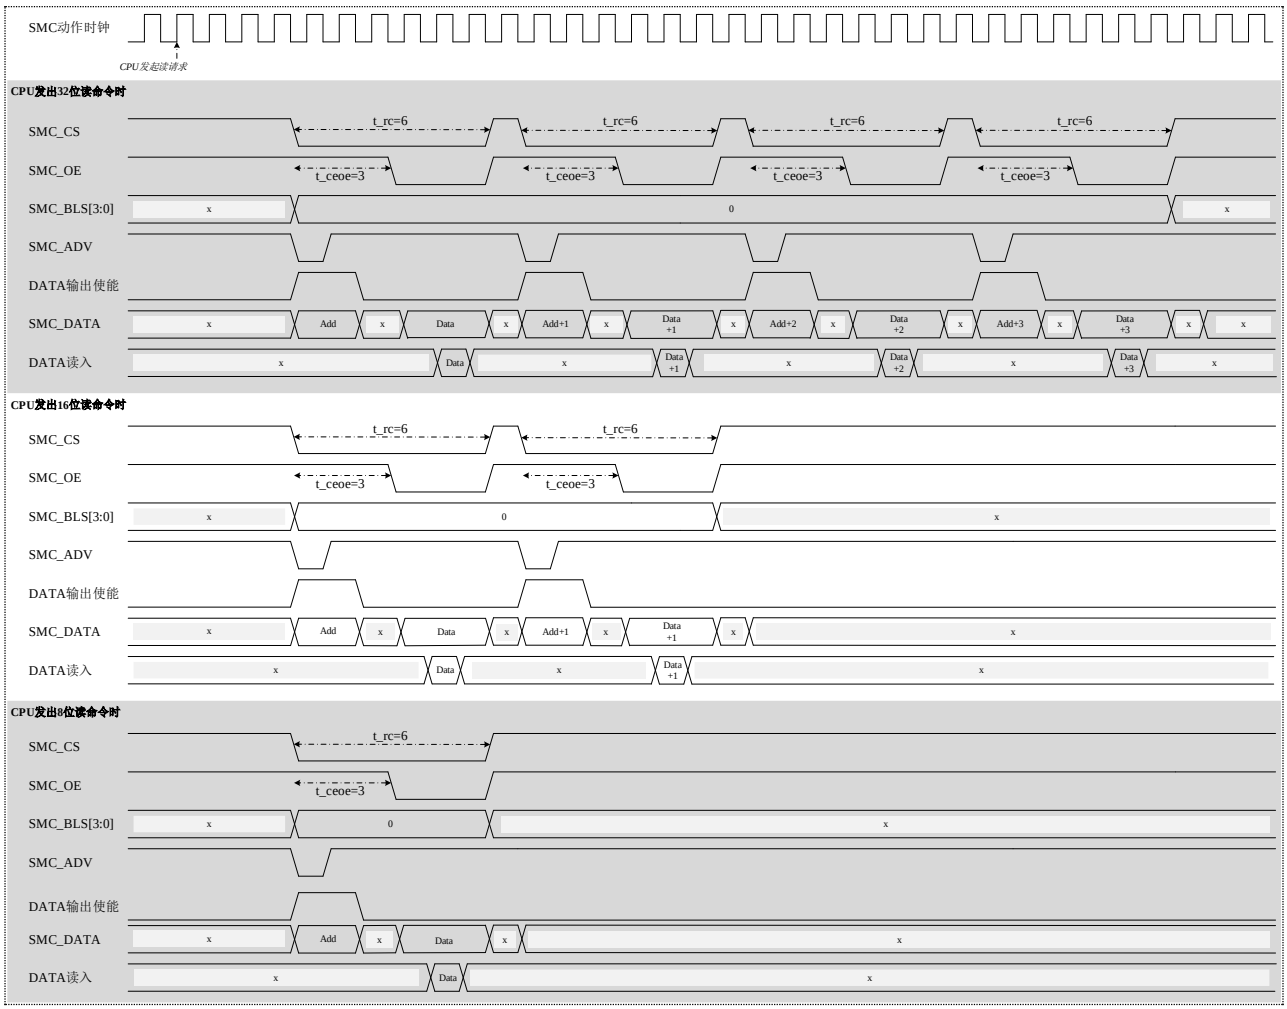

图 40-12 地址数据线复用单次读动作基本时序（异步方式（RSYN=0）&32 位位宽（MW=10））
b) 表 40-8 和图 40-12 是地址数据线复用的单次读动作的基本时序图和设定例。